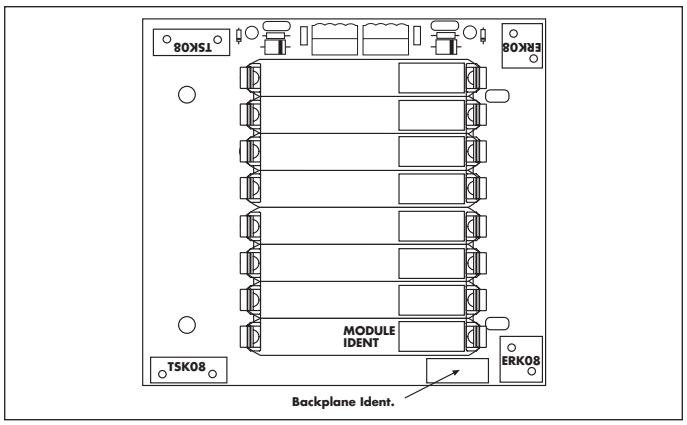

Figure 4.5: Locations for labels and attachments
a) Attach a suitably marked label to the area marked BACKPLANE IDENT to identify an individual backplane (Figure 4.5).
b) Attach suitably marked MPL01 module position labels to the areas marked MODULE IDENT (Figure 4.5).